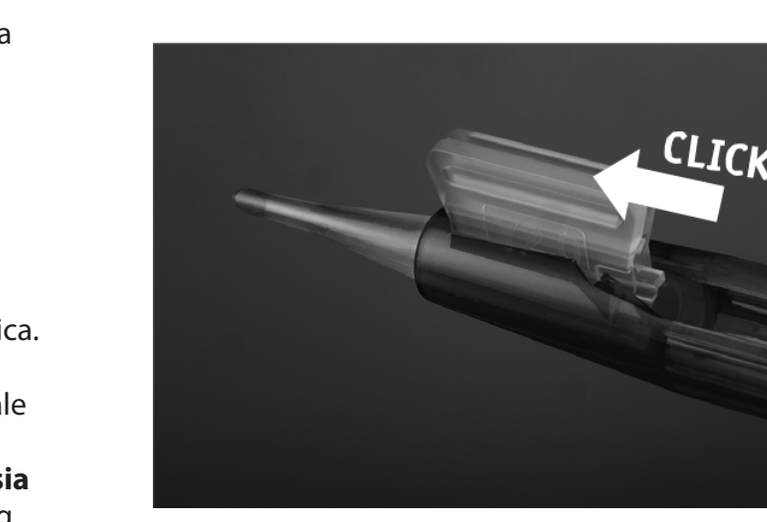

Fig. 6
7. Spostare la cartuccia in avanti fino a sentire uno scatto. (fig. 6)
7. Desloque o cartucho para a frente até ouvir um estalido. (fig. 6)